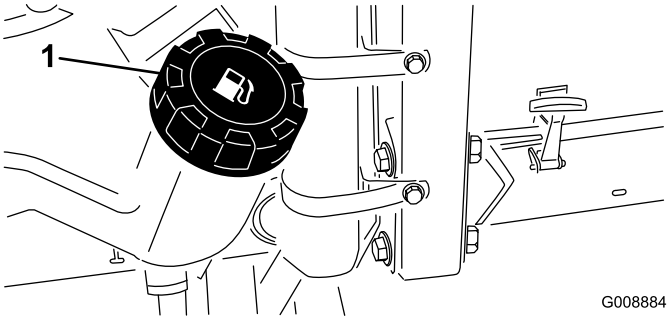

Figur 27
1. Rengör området runt tanklocket (Figur 27).